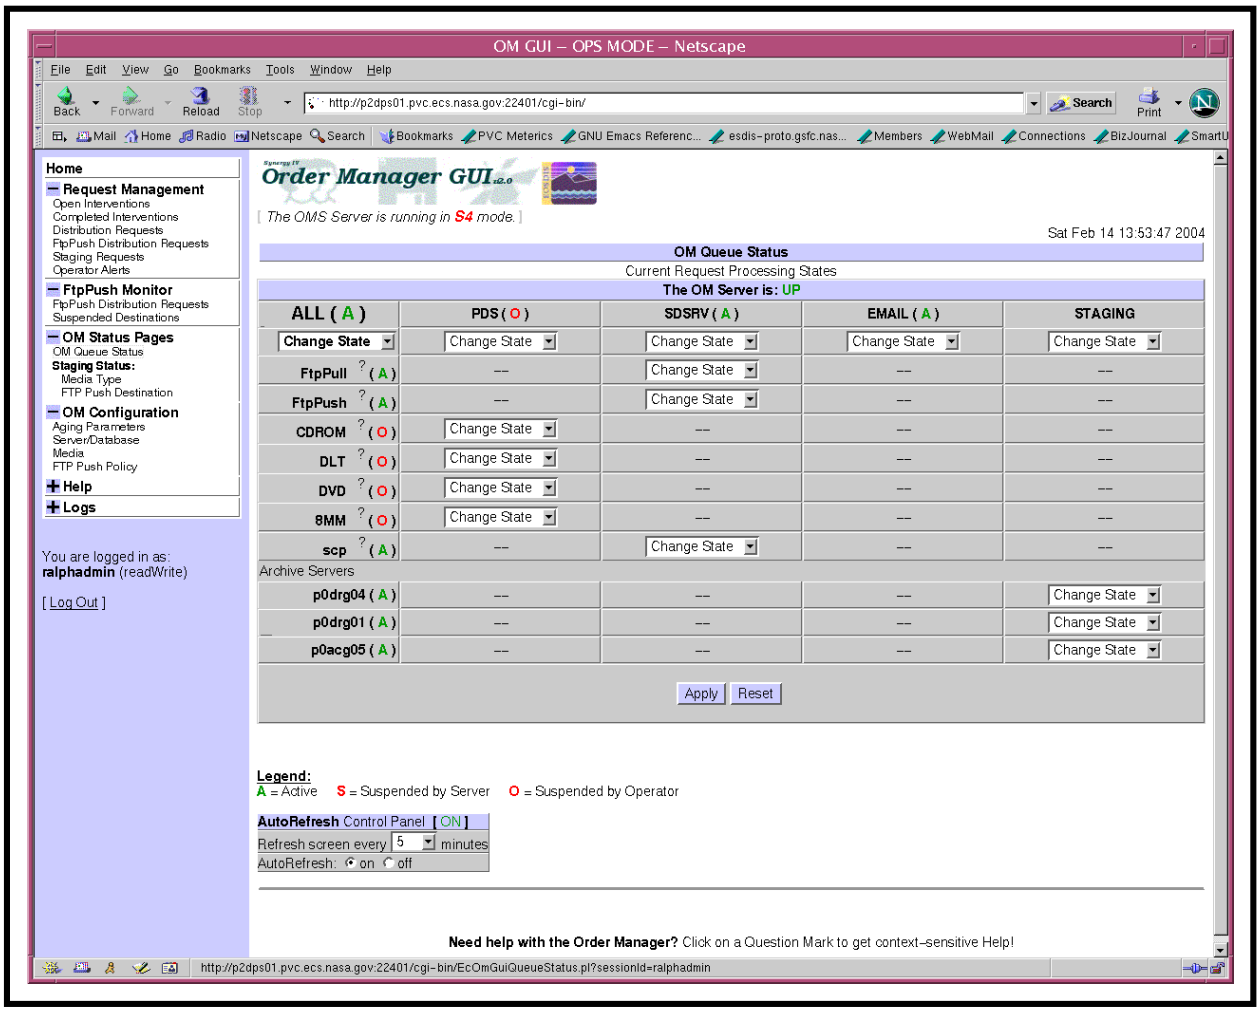

Figure 49. OM Queue Status Page
The **OM Queue Status** page (Figure 49) provides the full-capability operator with a means of checking and modifying OM queue status. The **OM Queue Status** page allows the full-capability operator to monitor and change the current status of request queues for all media as well as the request queues for PDS, SDSRV, e-mail, and staging. (The limited-capability operator can monitor but cannot change the status of queues.) In addition, the **OM Queue Status** page allows both full-capability and limited-capability operators to determine the status ("up" or "down") of the Order Manager Server.
2 If the **OM Queue Status** page (Figure 49) is not already being displayed, click on the **OM Queue Status** link in the navigation frame of the **OM GUI**.
- The **OM Queue Status** page (Figure 49) is displayed.